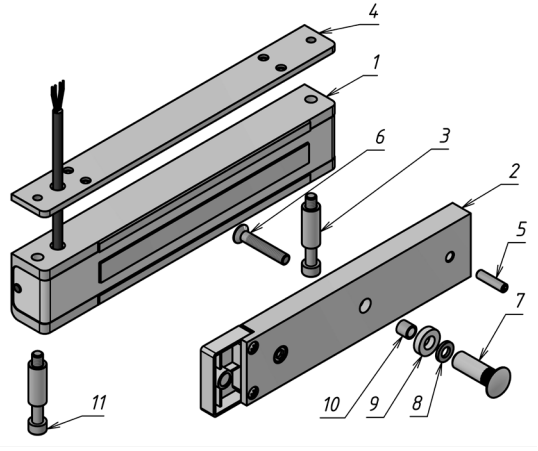

Рисунок 1 – Комплект поставки замка
3.1 Комплект поставки (рисунок 1):
- корпус (1)..... - 1 шт.
- якорь (2)..... - 1 шт.
- втулка (3)..... - 2 шт.
- планка резьбовая 400Р (4)..... - 1 шт.
4.2 Корпус (поз.1 рисунок 1) крепится в верхней части дверной коробки на предварительно установленную планку резьбовую 400Р (поз.4) на максимальном удалении от петель двери. Крепление корпуса к дверной коробке возможно с помощью Уголка 300-400Р, Планки 400Р и комплекта МК 400-KU, приобретаемых дополнительно.